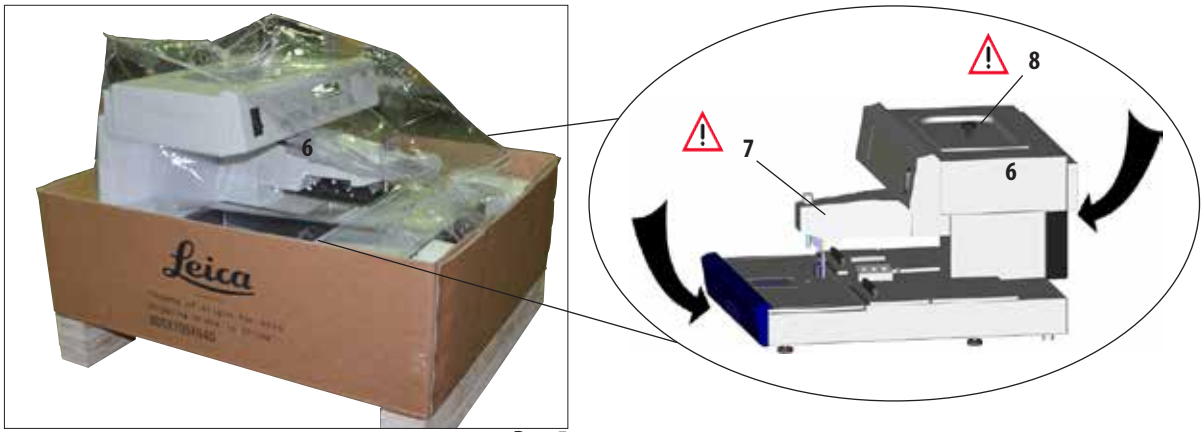

Рис. 5
5. Для поднятия прибора (**6**) следует взять его только спереди и сзади за нижний цоколь (как указывают стрелки на рис. 5) и вынуть прибор из подставки.